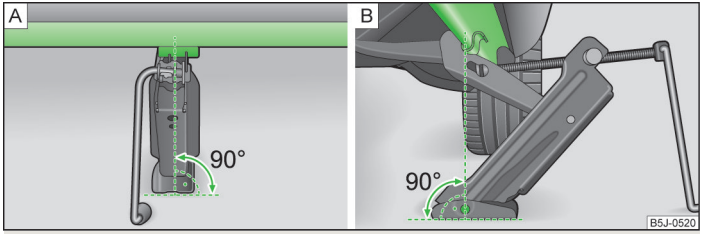

Fig. 171 **Attach lifting jack**
- Align the lifting jack so that its claw grasps the web » Fig. 171 - B under the marking.
- Ensure that the entire surface of the lifting jack base plate rests on level ground and is located in a vertical position to the area » Fig. 171 where the claw grasps the web.